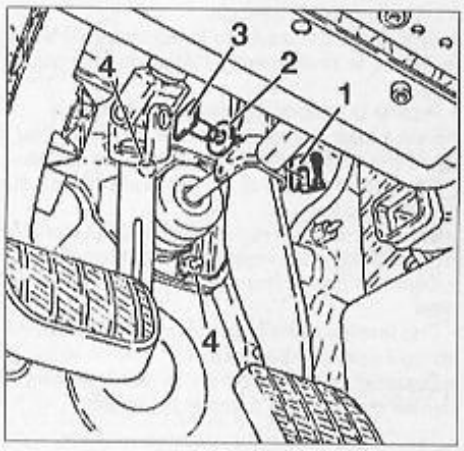

FIG. 17
• Retirer l'agrafe (1) de la pédale de frein (Fig.17).